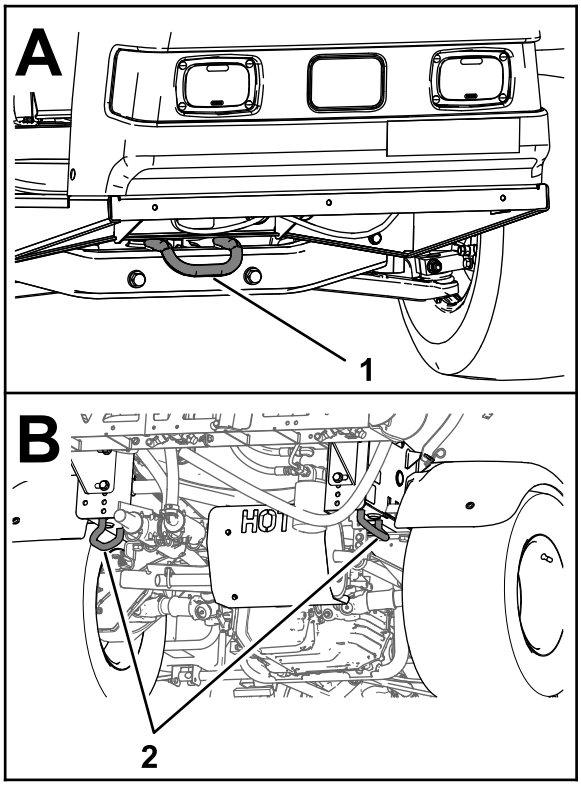

Figuur 35
- Bind de machine stevig vast op het transportvoertuig; Figuur 35 illustreert de bevestigingspunten van de machine.